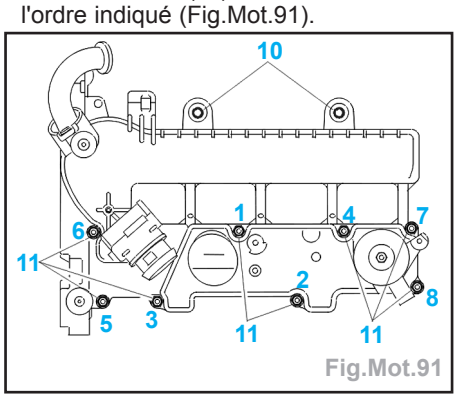

Fig.Mot.91
- Reposer le système d'admission intégré inférieur (14).
- S'assurer de la présence des butées caoutchouc en (A).
- Approcher les vis de fixation (10) et (11) du système d'admission intégré inférieur (14).
- Serrer les vis (11) à 1,0 daN.m dans l'ordre indiqué (Fig.Mot.91).